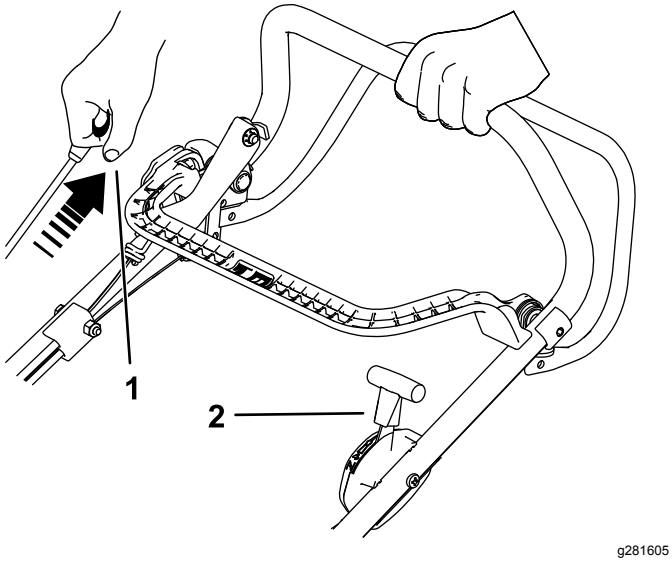

Figur 14
2. Træk i tilbageslagsstarterhåndtaget, indtil du føler modstand, og træk dernæst hårdt for at starte. Når motoren starter, skal gashåndtaget langsomt sættes tilbage til positionen FAST (hurtig), hvis det har været aktiveret (Figur 14).